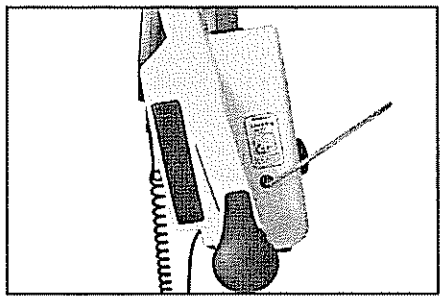

Figure 5
4. Using the allen key provided with this manual, turn the key clockwise to lower the person being lifted into the chair (Figure 5). As the key turns the motor directly, each key turn will move the user slightly.